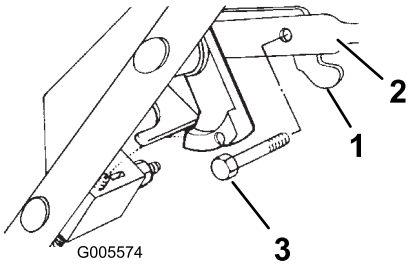

Figuur 6
9. Zet de bedieningshendel vast aan de bedieningsstang met een bout en een borgmoer (Figuur 6).